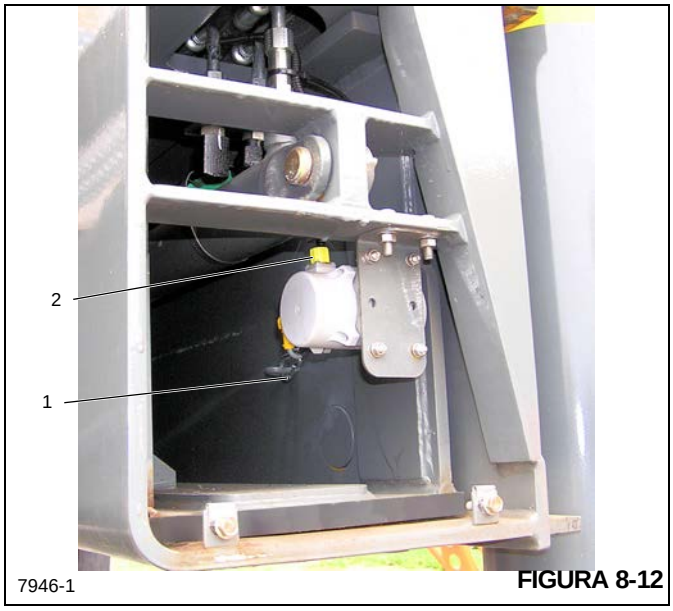

FIGURA 8-12
2. Remova o conector do potenciômetro de filamento do OMS (1, Figura 8-12) do ponto de fixação na viga do estabilizador.
2. Instale o potenciômetro de filamento do OMS o suficiente para encaixar no furo ranhurado com as peças de montagem superiores (Figura 8-12).